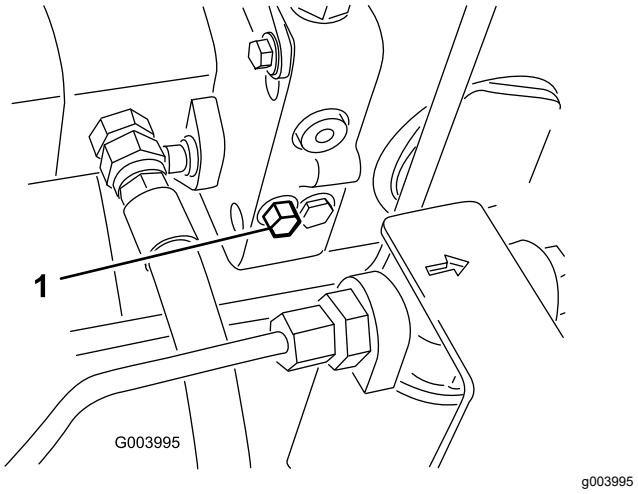

Figur 95
3. Ved pumpen med variabel slagvolumen, drej omløbsventilens bolt 1½ omgang for at åbne den og lade olien løbe om internt (Figur 95).